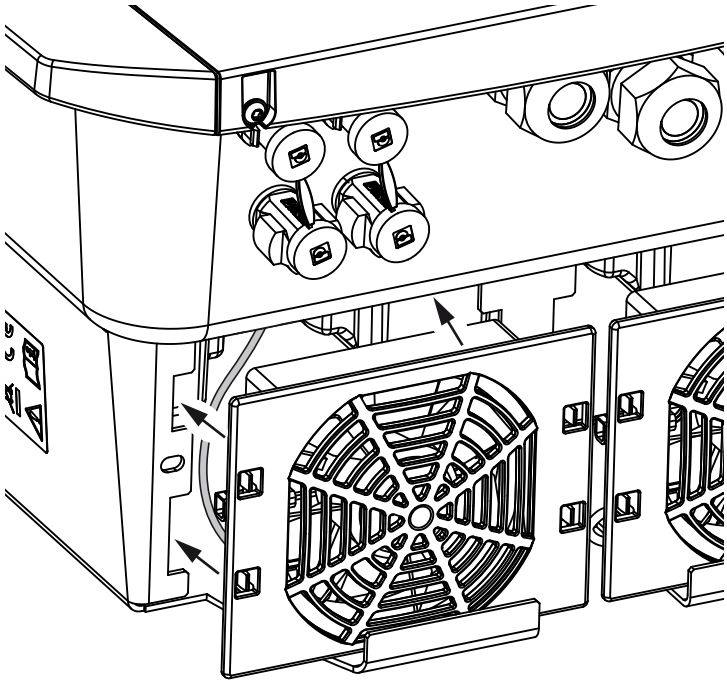

Fig. 67: Monte o ventilador
- O ventilador foi montado corretamente no quadro doventilador (direção do fluxo de ar). **Fig. 67**